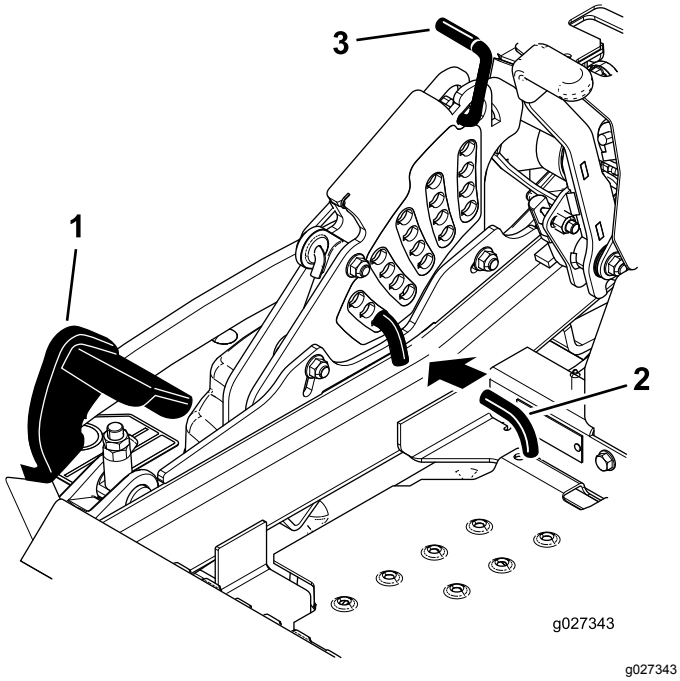

Figuur 84
5. Trap het maaidekpedaal helemaal in zodat het maaidek wordt vergrendeld in de transportstand van 14 cm (Figuur 84).